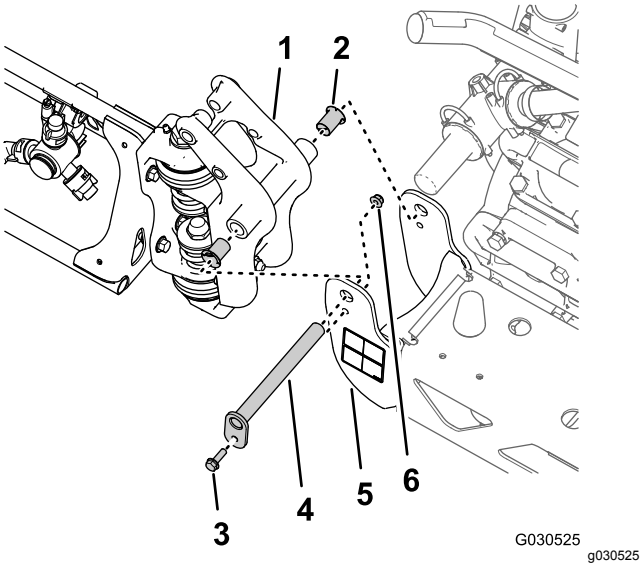

Figuur 65
1. Verwijder de flensbout (5/16 x 1") en flensborgmoer (5/16") waarmee de draaipen bevestigd is aan de draaibeugel (Figuur 65).
2. Verwijder de draaipen uit de draaibeugel van de middelste spuitboom en de draaifitting van de buitenste spuitboom (Figuur 65).
3. Maak de buitenste spuitboom los van de middelste spuitboom en verwijder de buitenste spuitboom van de machine (Figuur 65).
4. Verwijder de 2 nylon flenslagers van de draaifitting van de buitenste spuitboom (Figuur 65).